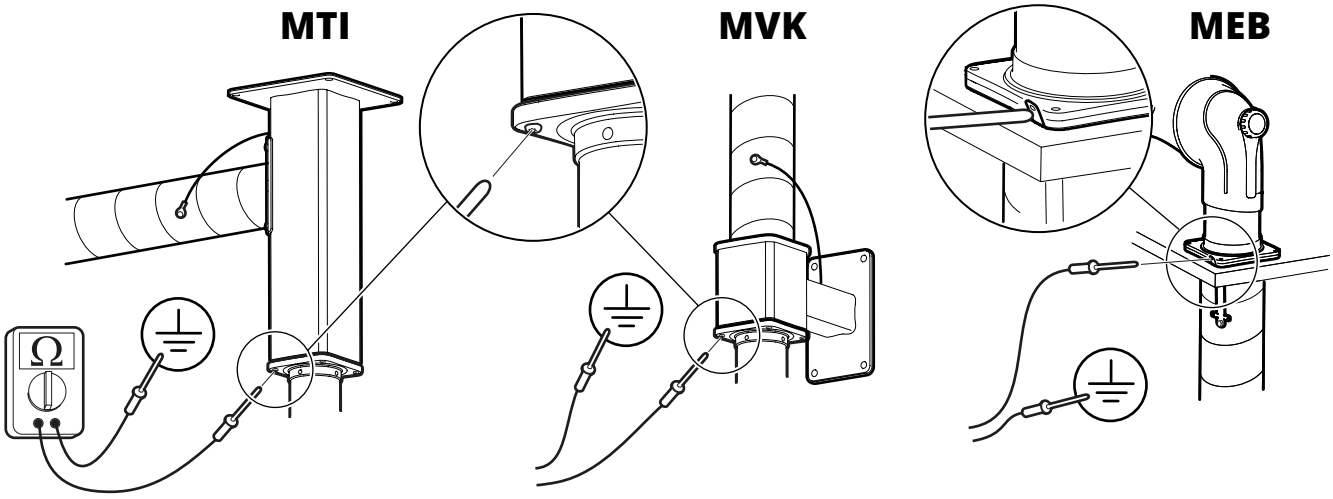

Fig. 13
4. Compruebe la resistencia de la conexión a tierra con un ohmímetro calibrado, consulte la **Fig. 13**. La resistencia entre los puntos de medición (placa de masa/producto) debe estar por debajo de 1 MΩ.